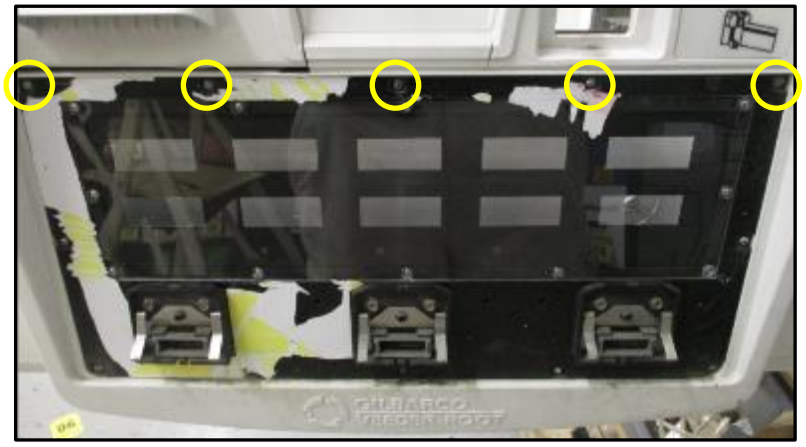

Fig 1.13 – Emplacement des vis de fixation sur le produit ID Plexi-Bezel
15. Retirez et jetez les cinq vis de fixation supérieures sur le plex-lunette Product ID à l'avant de la porte du distributeur. (Fig. 1.13)